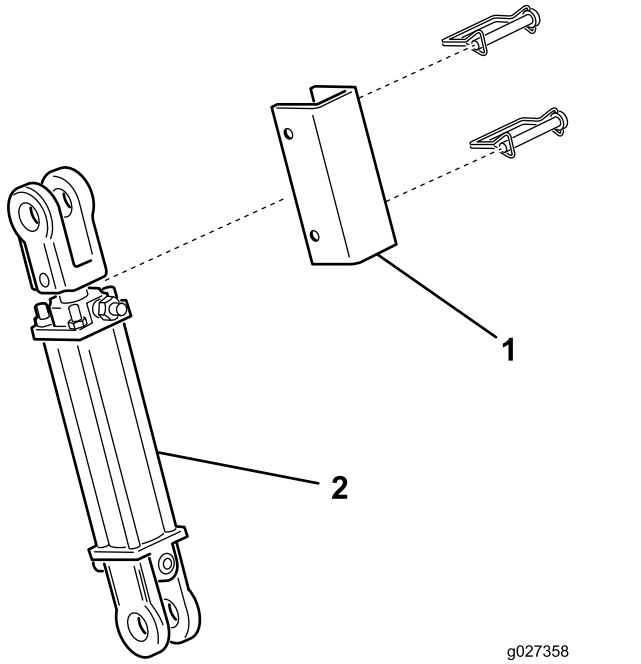

**Bild 8**
- Stellen Sie sicher, dass das Mähwerk beim Transport angehoben ist und die Laufräder keinen Bodenkontakt haben. Stellen Sie auch sicher, dass die Zylinderarretierung (Bild 8) angebracht ist, damit der Hubzylinder beim Transport nicht zusammengedrückt wird.